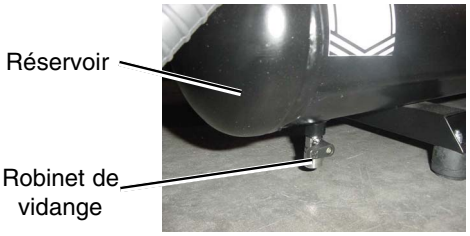

fig.6
B) Ouvrez progressivement le robinet de purge et purgez tout l)air présent dans le réservoir pour prévenir la corrosion à l'intérieur du réservoir. (fig.6).